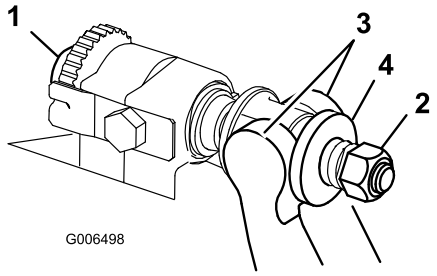

Figur 25
1. Drej bundtværstangens justeringsskruer mod uret for at føre bundkniven væk fra knivcylinderen (Figur 25).
2. Før fjederspændingsmøtrikken bagud, indtil skiven ikke længere sidder stramt mod bundtværstangen (Figur 25).